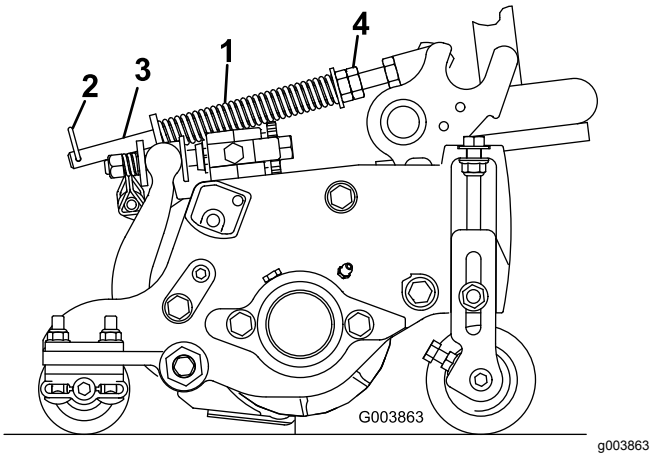

Figur 15
Gräsutjämningsfjädern överför vikt från den främre till den bakre valsen (Figur 15). Detta hjälper till att minska förekomsten av det vågformade mönster i gräsmattan som kallas för ”ondulering” eller ”bobbing”.
1. Se till att hårnålssprinten sitter i det bakre hålet på fjäderstången (Figur 15).
2. Dra åt sexkantsmuttrarna på fjäderstångens främre ände till dess att fjäderns komprimerade längd är 12,7 cm på 5 tums-klippenheter, eller 15,9 cm på 7 tums-klippenheter (Figur 15).